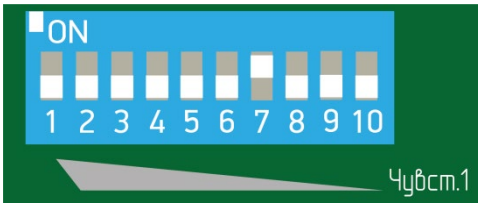

Рисунок 7.10
– при отсутствии тревожного извещения, увеличить чувствительность извещателя, установив флажок 7 переключателя регулировки чувствительности в положение «ON» (правое положение), все остальные флажки - в левое положение (рисунок 7.10) и повторить попытки несанкционированного проникновения через заграждение по выше указанной методике;